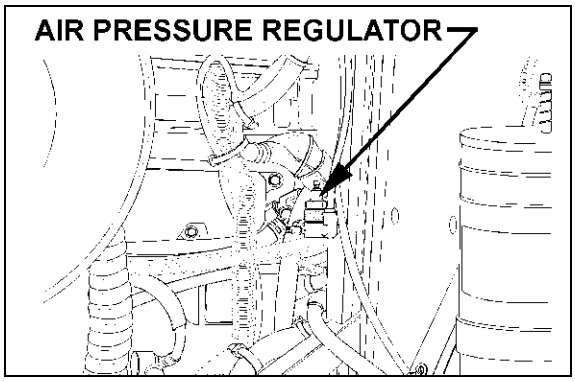

FIGURE 23: AIR PRESSURE REGULATOR (TYPICAL) 07037
21. Adjust the retarder pressure to 80 ± 3 psi with the air pressure regulator. For more information refer to Section 12, *"BRAKE AND AIR SYSTEM*", under heading *"AIR PRESSURE REGULATOR".* The air pressure regulator is located at back of engine compartment, on R.H. side (Fig. 23) or in the R.H. side rear service compartment.